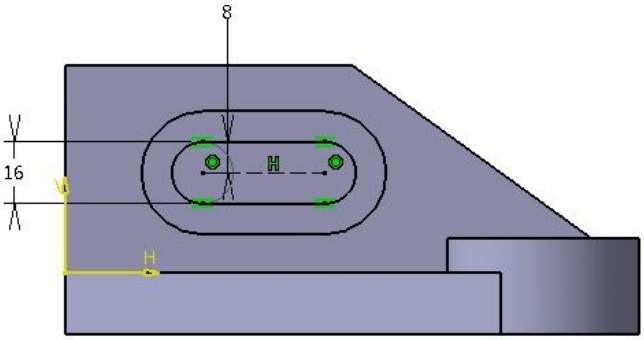

Figure 5-80 *Sketch for the sixth feature*
f. Create the last feature of the model, which is also a **Pocket** feature, by drawing the sketch on the top face of the base feature, refer to Figures 5-80 and 5-81.
2. Draw the sketch for the sixth feature, as shown in Figure 5-80, and exit the **Sketcher** workbench.